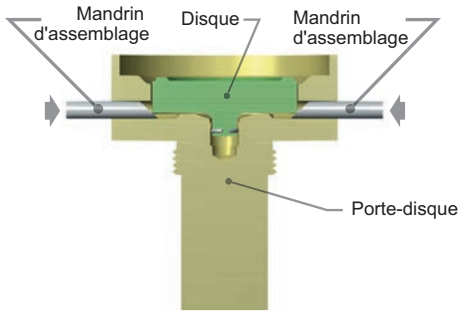

Figure 18 : Retrait du disque avec des mandrins d'assemblage
- Commencer à insérer des mandrins d'assemblage spéciaux dans les trous du porte-disque (Figure 18) avec la partie effilée des mandrins contre la partie supérieure du disque, comme indiqué.